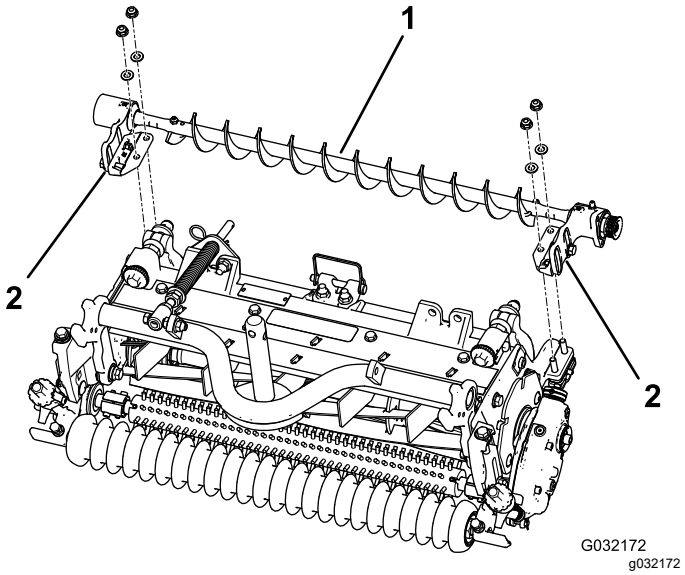

Figura 7
4. Coloque los soportes de montaje izquierdo y derecho del cepillo de rodillo sobre los pernos de los soportes del rodillo (Figura 7).